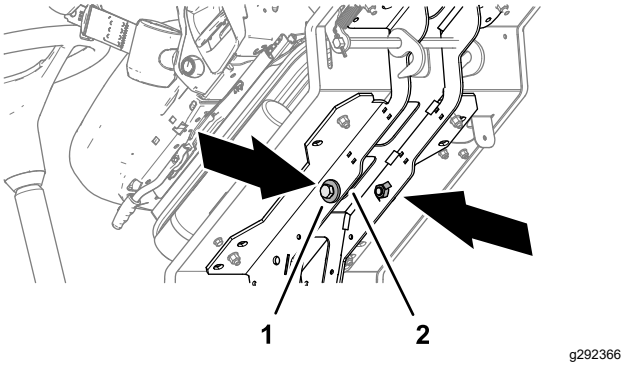

Figur 33
4. Avlägsna de två 12 x 40 mm-skruvarna och de två 12 mm-brickorna som förvaras i plattformens stödskenor (Figur 33).